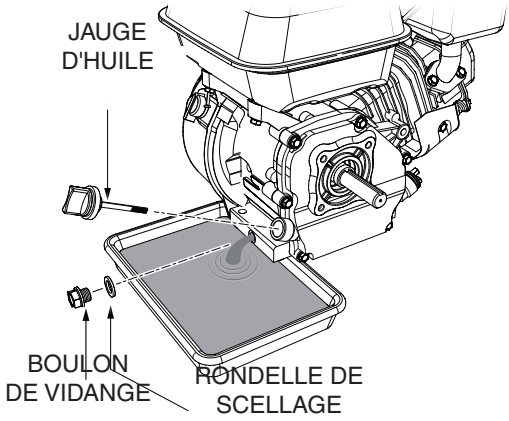

Figure 32. Vidange de l'huile moteur
1. Vidanger l'huile du moteur lorsqu'elle est chaude comme montré sur le Figure 32.